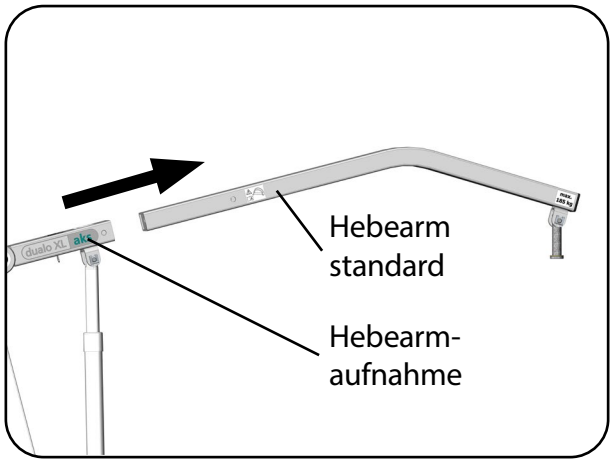

Abb. 8.8.01 - Hebearm standard entfernen
1. Entfernen Sie den Rohrklappstecker aus der Hebearmaufnahme (Abb. 8.8.01).
2. Ziehen Sie den Hebearm standard aus der Hebearmaufnahme heraus und legen Sie ihn beiseite (Abb. 8.8.01).